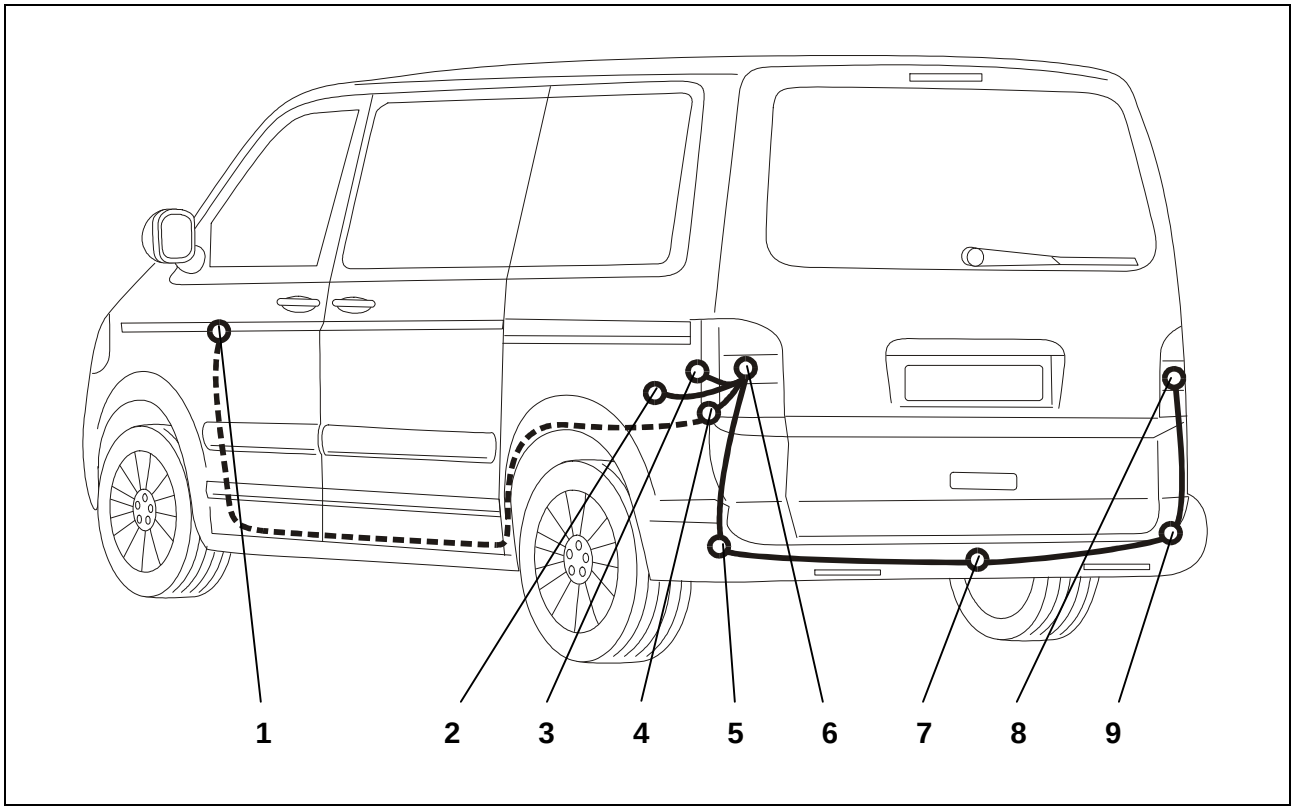

Fig. 1: Schema di montaggio
3. Premere verso l'interno il passante ovale con il fascio di cavi sul fanale posteriore sinistro (fig. 1/6).
4. Togliere il tappo del foro di passaggio cavi (fig. 1/5).
5. Infilare un filo metallico rigido attraverso il passaggio cavi inferiore (fig. 1/5) verso il passaggio cavi superiore per il fanale posteriore (fig. 1/6) facendolo fuoriuscire dal passaggio cavi superiore.
7. Tirare il terminale del fascio di cavi attraverso i passaggi dei cavi verso il basso fino alla lamiera portapresa (fig. 1/7).
12. Collegare i rimanenti cavi al corpo della presa (fig. 1/7) come da *schema occupazione presa* ed avvicinare la guarnizione di gomma alla presa.